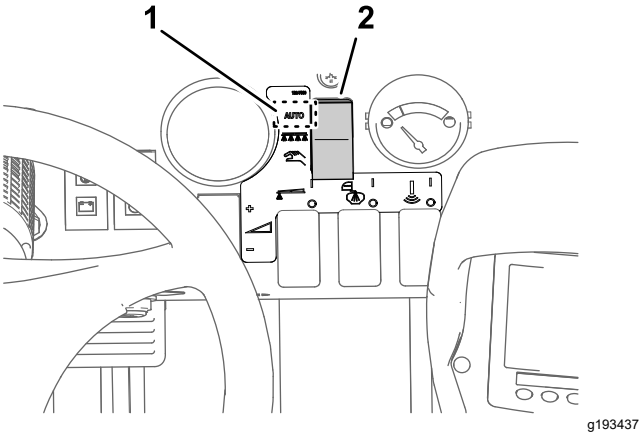

**Figur 43**
3. Ange spruthastighetsläget med hjälp av sprutlägesknappen (Figur 43).